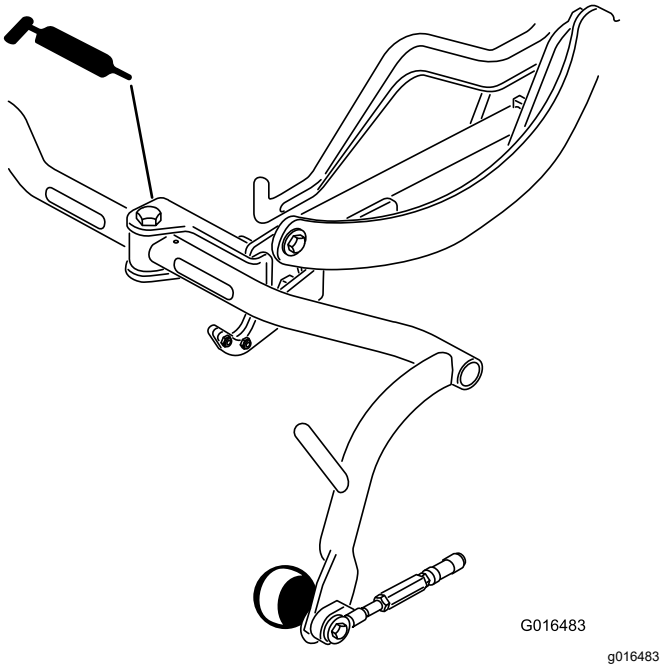

Figuur 29
- Draaipunt draagframe (3) (Figuur 29)